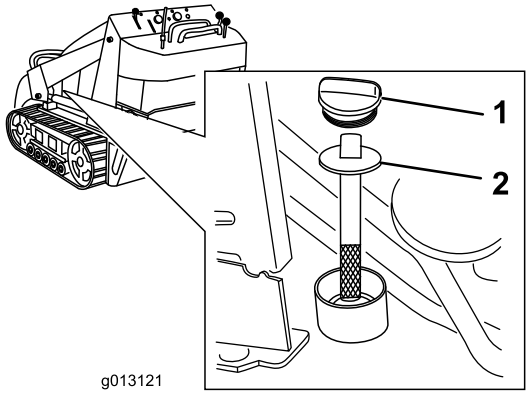

Figuur 59
5. Verwijder de dop van de hydraulische tank en de peilstok (Figuur 59).